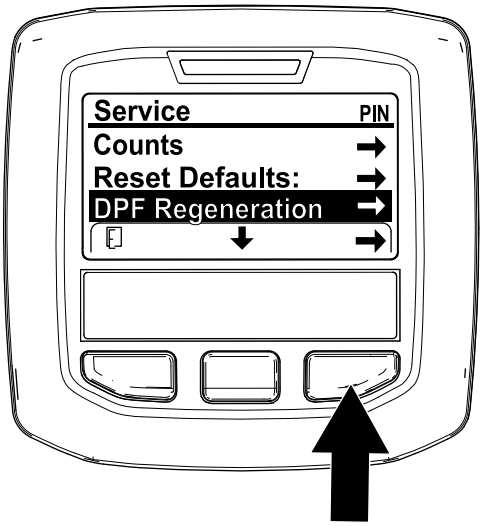

Figur 36
1. Gå til servicemenuen, og tryk på den midterste knap for at rulle ned til valgmuligheden DPF REGENERATION (DPF-regenerering) (Figur 36).
2. Tryk på den højre knap for at vælge posten DPF Regeneration (Figur 36).